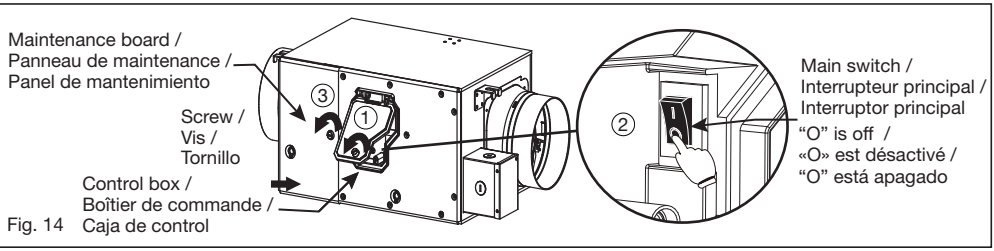

Fig. 14
1. Open the control box cover by turning the hand screw Counterclockwise (Fig. 14).
1. Dévissez à la main le couvercle du boîtier de commande (Fig. 14).
1. Abra la tapa de la caja de control girando el tornillo manual en sentido contrario de las manecillas del reloj (Fig. 14).